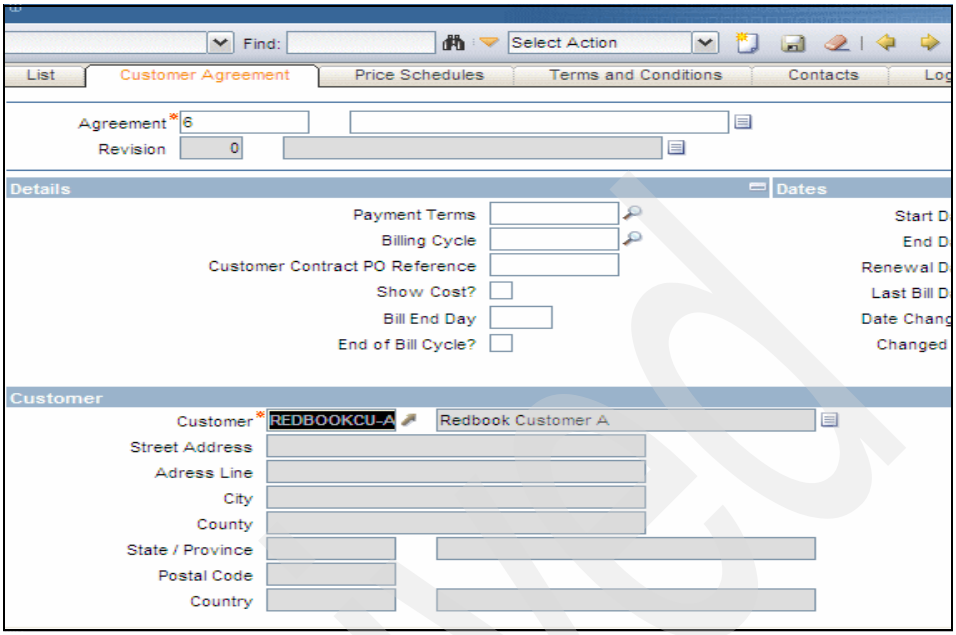

Figure 3-48 Customer Agreement
2. When the application opens, click **New Agreement**. If the agreement field is empty, enter a value. Because it is a customer Agreement, you must add a customer in the Customer Section, as shown in Figure 3-48 on page 61.